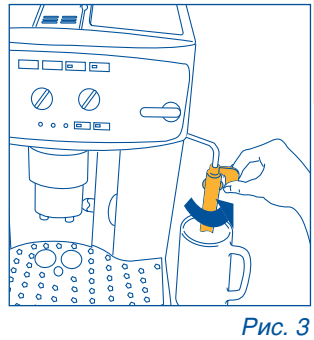
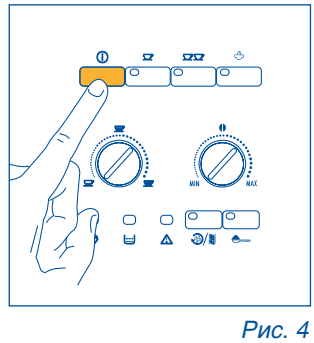

Рис. 3
Рис. 4
2. Передвиньте насадку для взбивания молока наружу и поставьте под него чашку, рис. 3 и включите прибор, нажав кнопку ⏽, рис. 4.
- Поверните устройство для взбивания молока в направлении от кофеварки, рис. 3.
- Установите емкость под насадку для взбивания молока, рис. 3.
- Направьте насадку для взбивания молока, рис. 3, в сторону вне кофеварки.